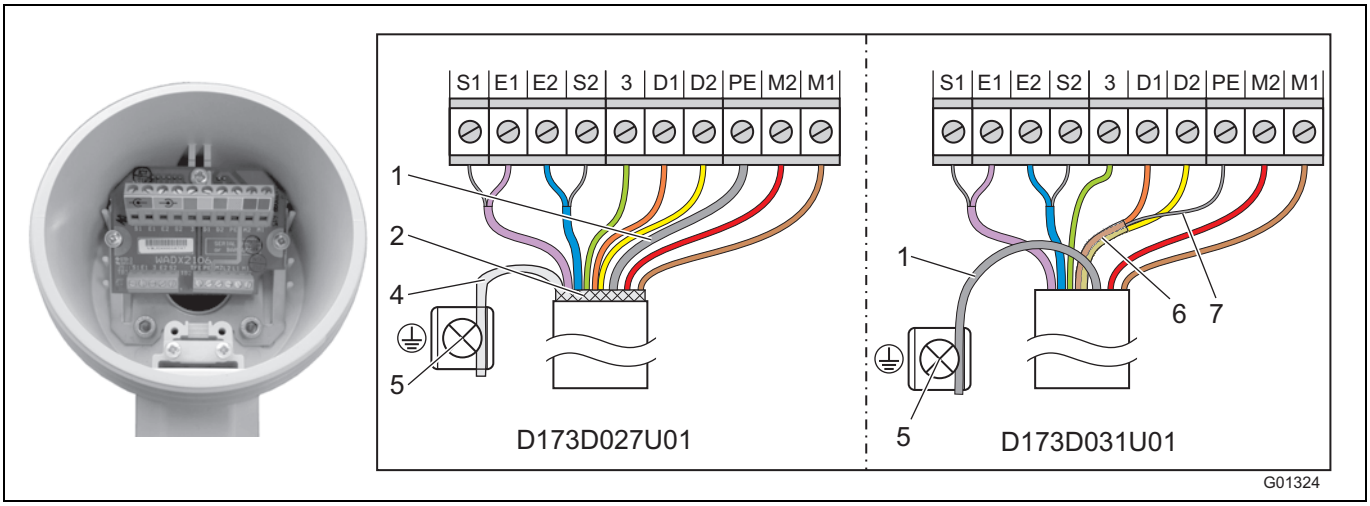

Rys. 34
Końcówkę kabla od strony czujnika pomiarowego podłączyć w Rys. 34 pokazany sposób.
- Wszystkie inne żyły podłączyć w Rys. 34 pokazany sposób.